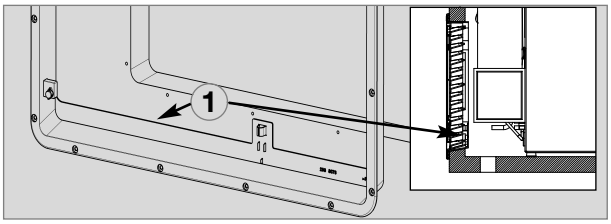

Fig. 16
L'aération du groupe frigorifique est effectuée au moyen de deux ouvertures dans la paroi de la caravane. L'air frais pénètre par le bas et afflue réchauffé par la grille d'aération supérieure (effet de cheminée). **Il est recommandé d'installer la grille de ventilation supérieure le plus haut possible, au-dessus du groupe frigorifique (Fig. 11) . La grille de ventilation inférieure doit être à fleur du plancher de la niche (Fig. 16)** afin que le gaz non brûlé (le gaz étant plus lourd que l'air) puisse être directement acheminé à l'air libre. **Le brûleur à gaz doit se trouver au-dessus du bord (1).**